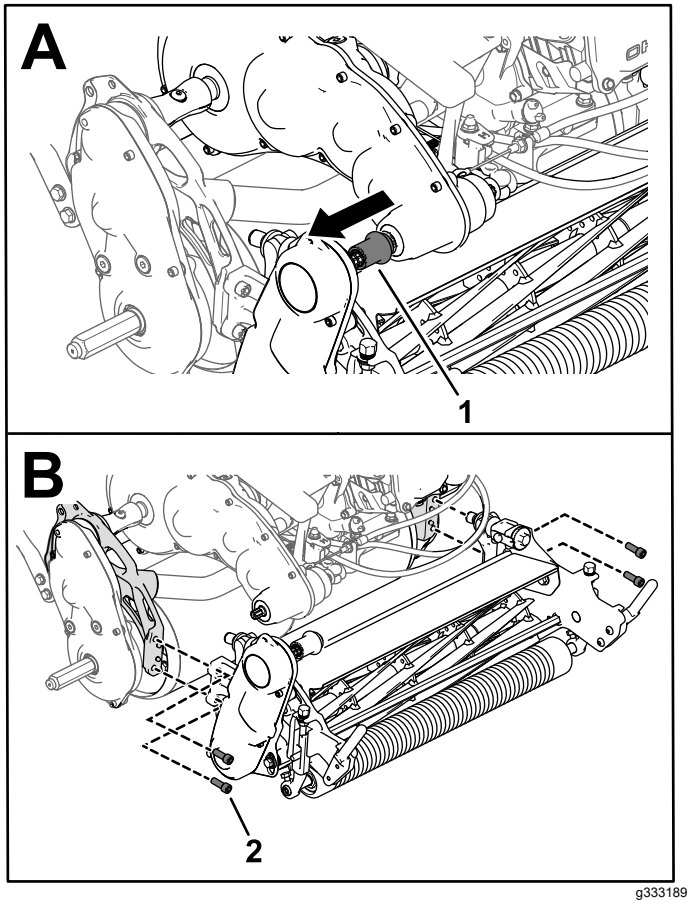

Figur 51
3. Släpp upp klippenhetens drivkoppling från transmissionens drivaxel (Figur 51).
4. Avlägsna insexskruvarna som fäster klippenheten på ramen (Figur 51).